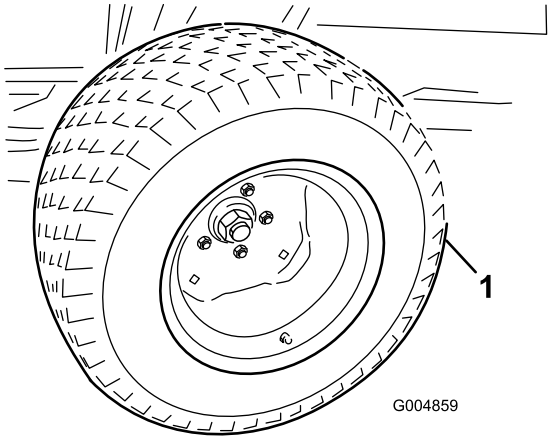

Figur 109
31. Med vinterstellet mod bagstellet hæves donkraften nok til at fjerne sommerdrivdækkene (Figur 109).